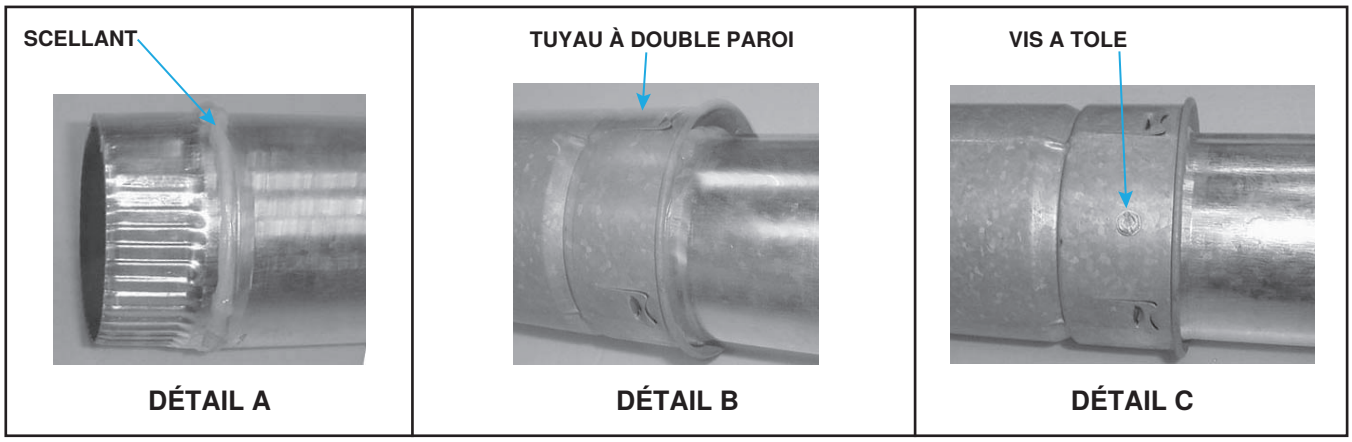

Figure 11. Raccordement d'un tuyau à double paroi (type B) à un tuyau d'évent à paroi simple ou de catégorie III
a. Appliquez un cordon de silicone de 1/4 pouce (6.35 mm) sur la circonférence du tuyau à simple paroi ou du tuyau de catégorie III (voir **Figure 11**, DÉTAIL A).
b. Effectuez l'étape 2 immédiatement après l'étape 1. Insérez le tuyau à simple paroi avec silicone dans la paroi intérieure du tuyau à double paroi de manière que le cordon de silicone soit en contact avec la paroi intérieure et scelle le joint (voir **Figure 11**, DÉTAIL B).
c. Percez trois petits trous à intervalles égaux autour du tuyau à double paroi, au-dessous de l'anneau de scellant. Fixez le joint au moyen de vis à tôle de 3/4 pouce (19.05 mm) de longueur. Ne serrez pas les vis plus qu'il ne faut (voir **Figure 11**, DÉTAIL C).